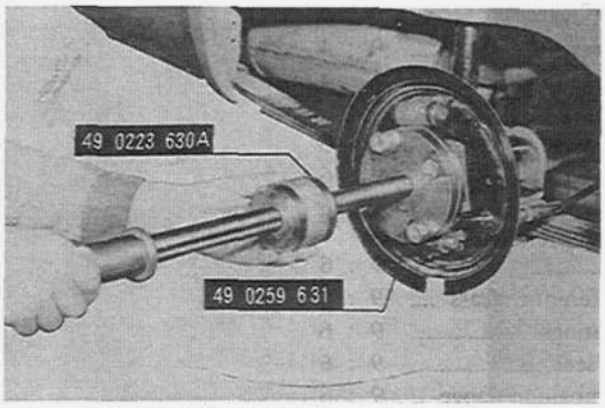

Fig. 9–1 Removing of rear axle shaft
5. Remove the rear axle shaft from the rear axle housing, using the **rear axle shaft remover** (Part Nos. 49 0223 630A and 49 0259 631), as shown in Fig. 9–1.